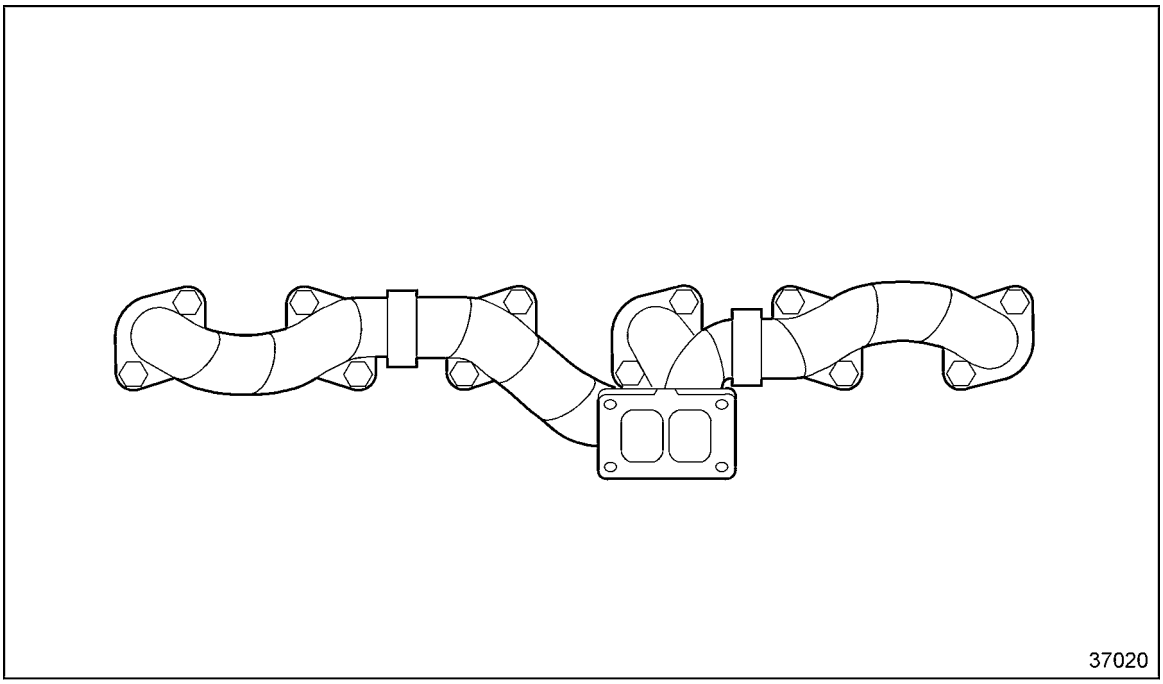

Figure 1-30 Exhaust Manifold (Series 60 Commercial Marine Engine)
7. Remove and inspect the exhaust manifold if necessary. Refer to section 7.2.2 and refer to section 7.2.3.1. See Figure 1-29, and see Figure 1-30.